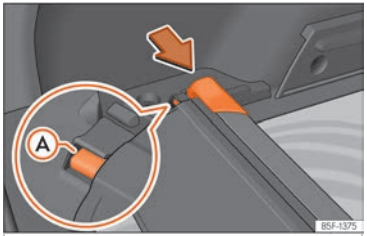

Fig. 128 En el maletero: alojamiento para guardar la bandeja enrollable.
- Presione el cabezal de la bandeja enrollable en el sentido de la flecha hasta encajarlo en el alojamiento previsto para tal uso ››› fig. 128. Asegúrese de que el patín (A) encaja en el alojamiento correspondiente.